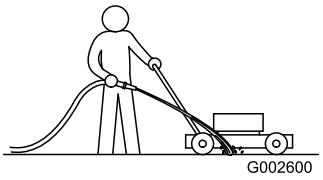

Figur 24
1. Spruta en vattenstråle framför det högra bakhjulet medan motorn är igång och gräsklipparen befinner sig på en plan stenbelagd yta (Figur 24).